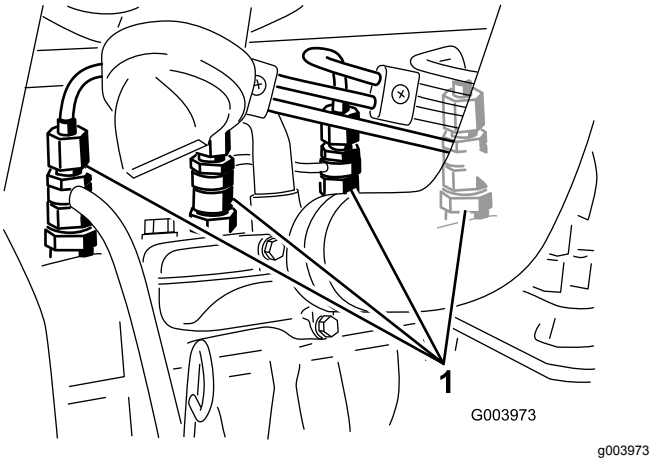

Figur 54
1. Løsne rørforbindelsen til injektormunnstykke nr. 1 og holderen ved innsprøytingspumpen (Figur 54).